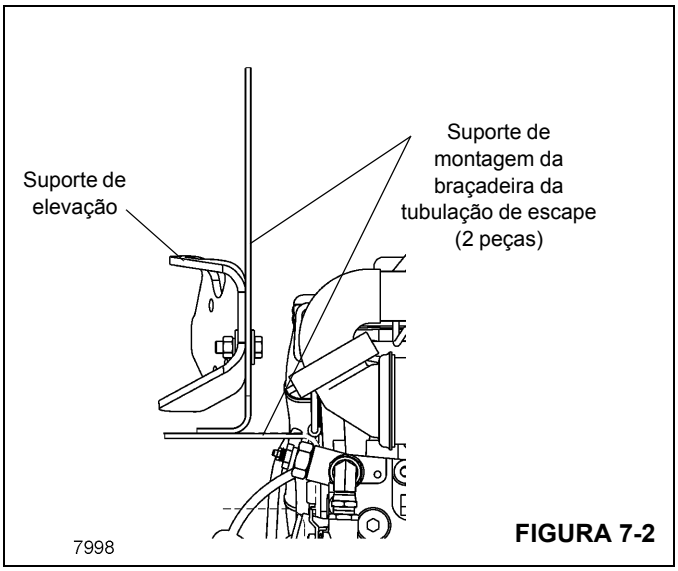

FIGURA 7-2
18. Remova do motor o suporte de elevação traseiro do motor e aparafuse-o no suporte de montagem da braçadeira da tubulação de escape (Figura 7-2). Instale o suporte de montagem da braçadeira da tubulação de escape onde o suporte de elevação foi removido. Instale a tubulação de escape e conecte-a ao motor.